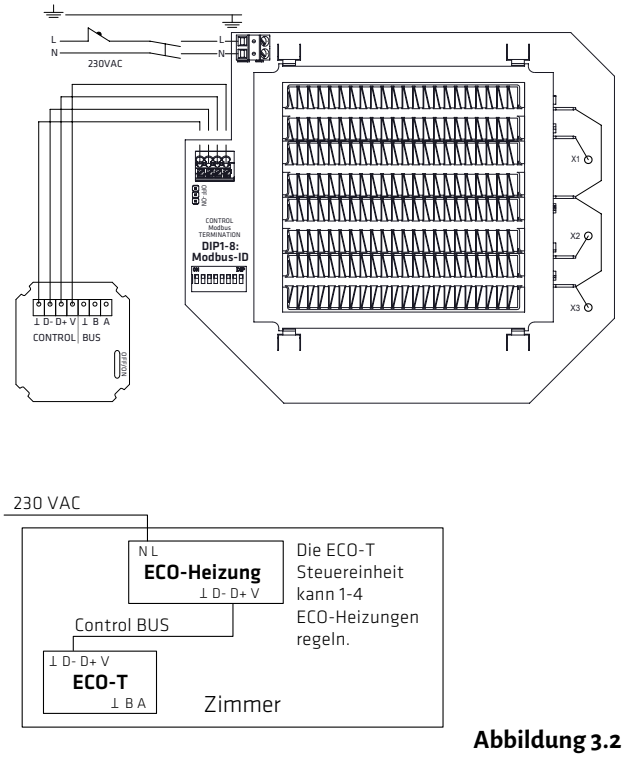

Abbildung 3.2
1. ACHTUNG! Versorgen Sie das Gerät über den zweipoligen Anschluss mit 230 V Spannung. Verbinden Sie die Netzspannung mit den Anschlüssen N und L des Elektronikelements des Endgeräts, so wie dies auf den Abb. 3.2 und 3.3 dargestellt ist.
2. Schließen Sie die Erdung an die separate Erdungsschnittstelle des Endgeräts an, so wie dies auf den Abb. 3.2 und 3.3 dargestellt ist.
3. Verbinden Sie das Endgerät der ECO-Serie mithilfe des Datenkabels mit dem Regler, so wie dies auf den Abb. 3.2 und 3.3 dargestellt ist.